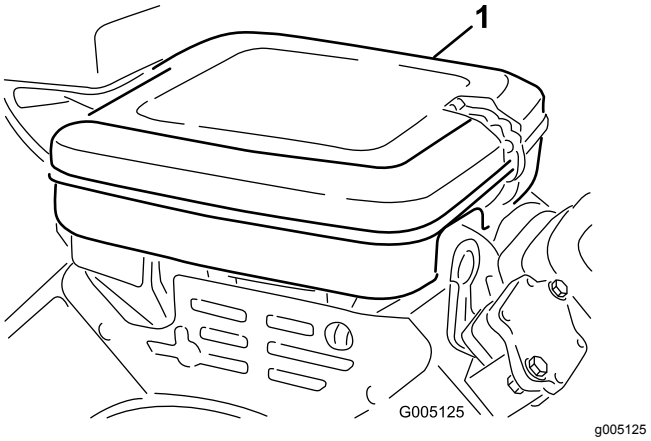

**Figuur 36**
1. Reinig het deksel grondig (Figuur 36).